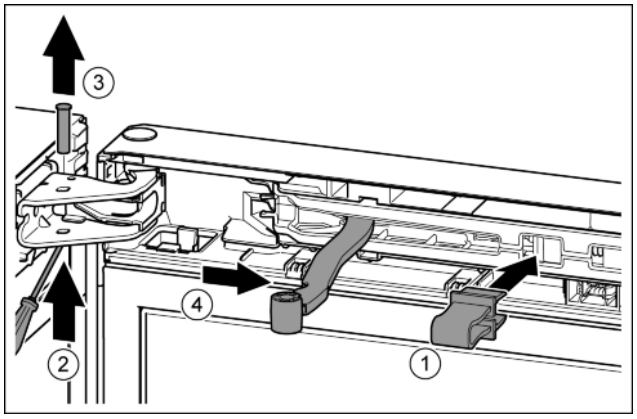

Fig. 8
▶ Engage the locking device in the opening. *Fig. 8 (1)*
▶ Unscrew the bolt with a screwdriver. *Fig. 8 (2)*
▶ Remove the bolt in an upward direction. *Fig. 8 (3)*
▶ Turn the hinge in the direction of the door. *Fig. 8 (4)*